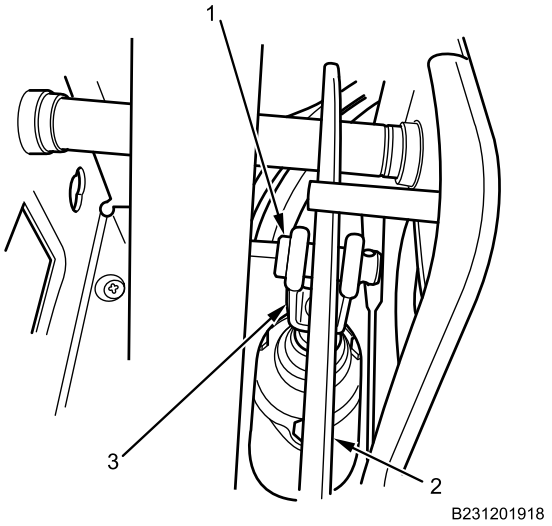

Figure 4. Brake Pedal Yoke Pin.
4. Reposition brake pedal (Figure 4, Item 2) for clearance to remove brake pedal yoke pin (Figure 4, Item 1).
5. Remove brake pedal yoke pin (Figure 4, Item 1) from brake pedal (Figure 4, Item 2) and DCM air brake valve assembly pushrod (Figure 4, Item 3).
2. Install brake pedal yoke pin (Figure 4, Item 1) through DCM air brake valve assembly pushrod (Figure 4, Item 3) and brake pedal (Figure 4, Item 2).